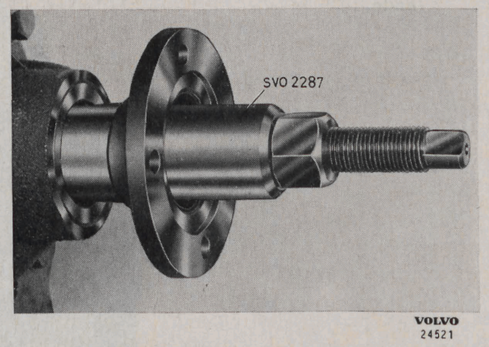

Bild 7. Montering av medbringare.
4. Montera medbringaren med dorn SVO 4034 för växellåda H 1—H 4 och pressverktyg SVO 2287 för H 5—H 6, se bild 7. Montera övriga delar.